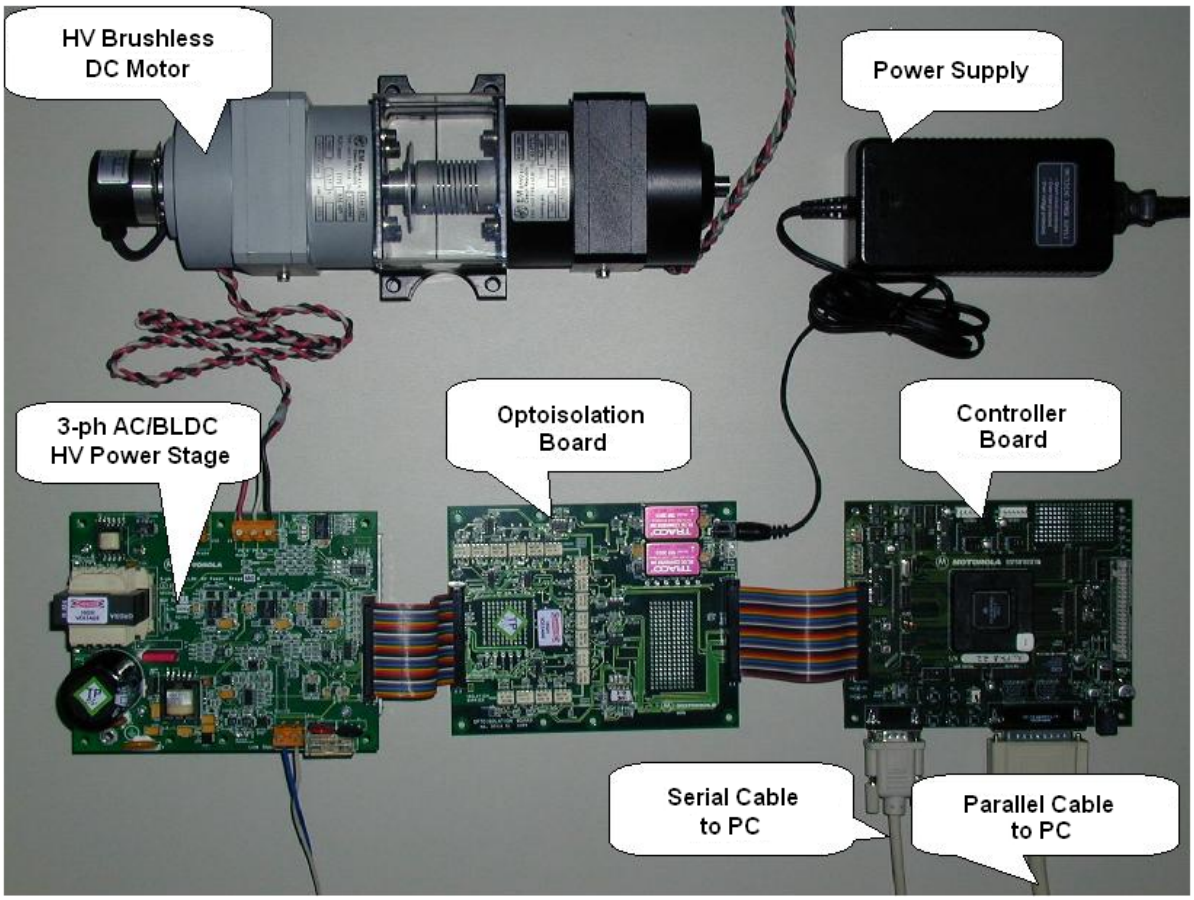

Figure 8-6. Set-up of the High-Voltage BLDC Motor Control Application
- 3-Phase AC/BLDC High-Voltage Power Stage; see Figure 8-6